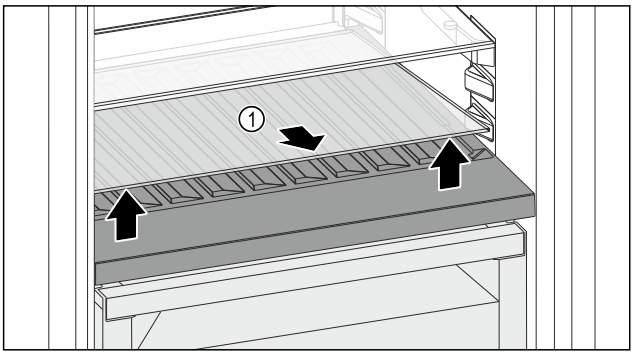

Fig. 166
▶ Lift the glass shelf *Fig. 166 (1)* at the front and remove.
▶ Store the glass shelf *Fig. 166 (1)* in a safe place outside the appliance.